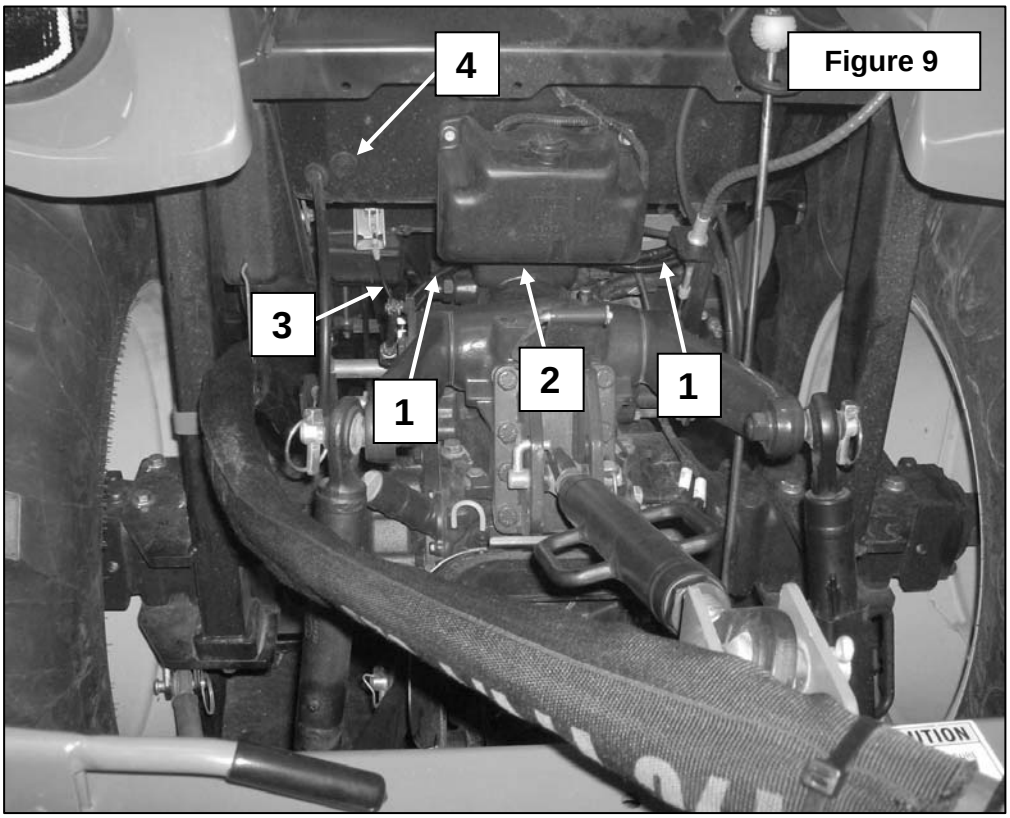
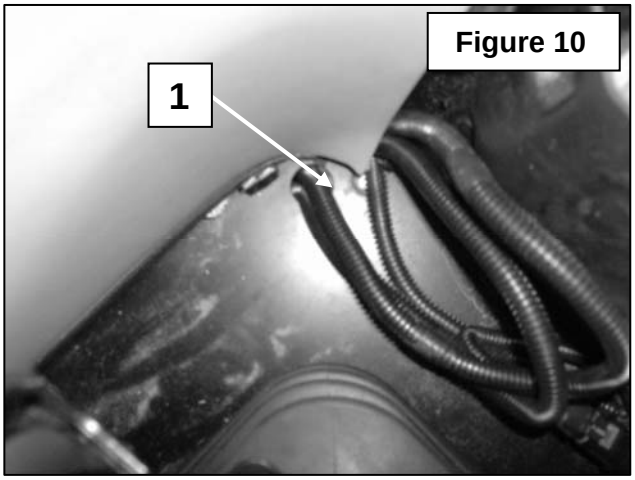

Figure 9
Figure 10
6. **Figure 9:** Bring the tractor wiring harness (item 1) over the transmission housing (item 2) and towards the right fender of the tractor. Attach the harness (item 1) to the cable (item 3) with a tie wrap (not illustrated).
7. **Figure 10:** Bring the wiring harness (item 1) through the hole located besides the seat in the rear right side corner of the cabin. If it is not possible to bring those wirings through this hole, use the hole item 4 on figure 9.